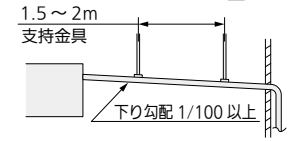

図12
- 途中に立上げやトラップを作らないでください。（異常音の原因になります）（図12, 13）
- 下り勾配は（排水側を下に）1/100以上とってください。（図12）
- 集合ドレン配管を行う場合は 1/100 以上の下り勾配を付け、ドレン配管立ち上がり部より低くなるようにしてください。（100㎜以上）（図 12）